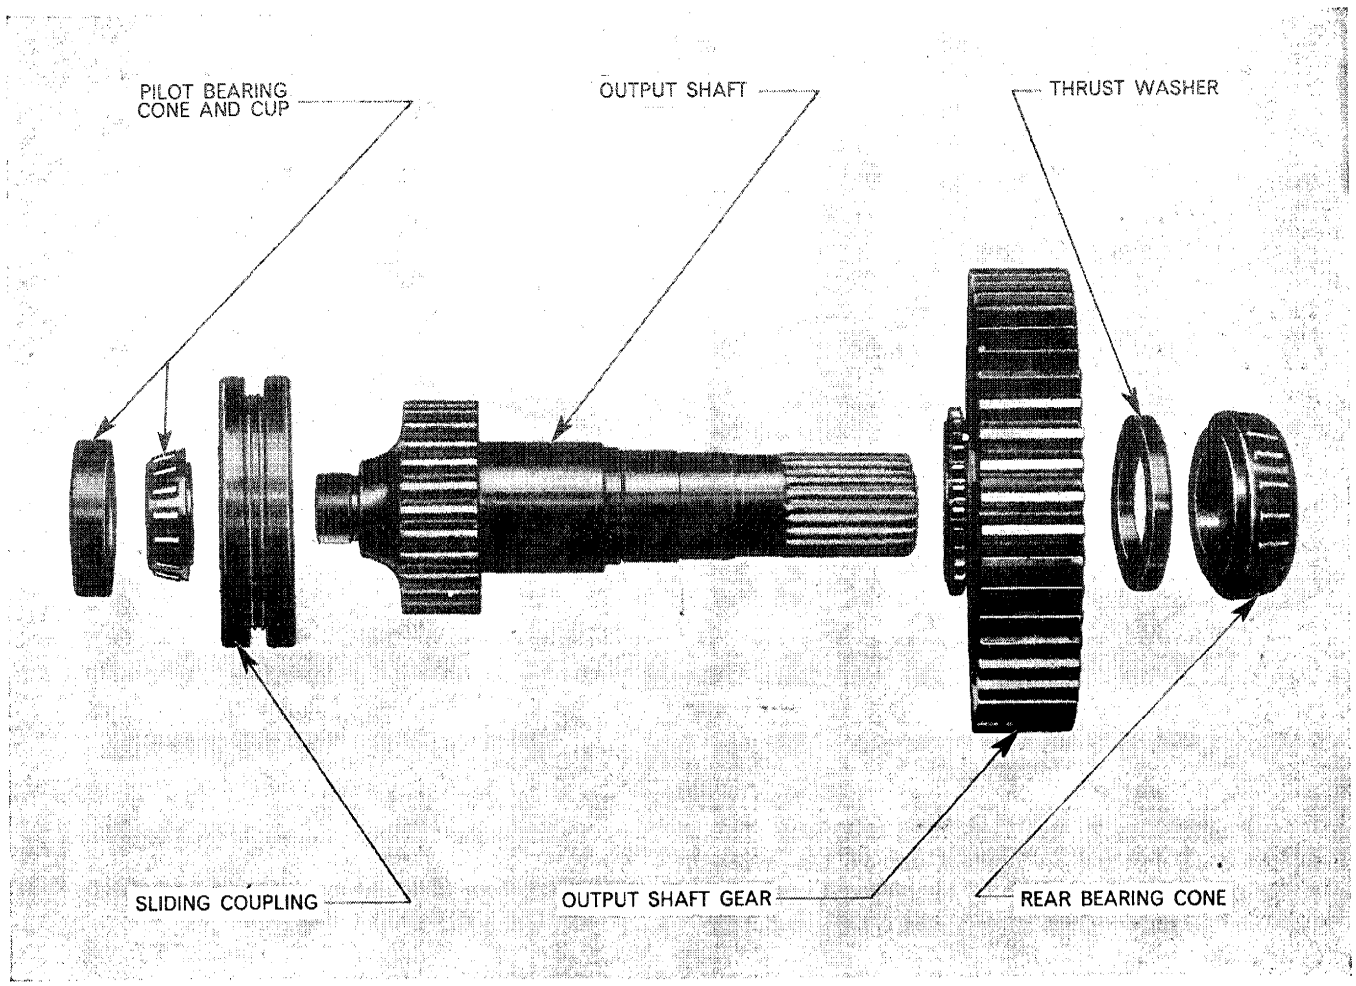
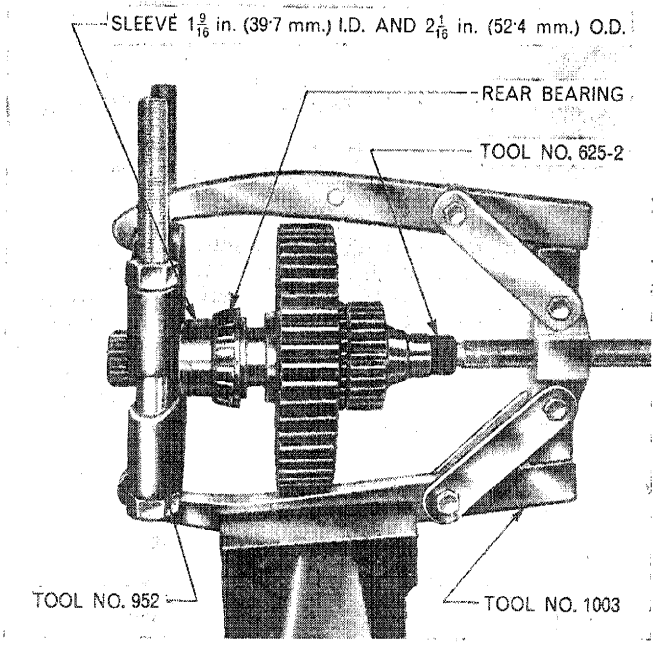

Figure 34
Figure 36
1. Examine the output shaft assembly, Figure 34, for wear or damage. To renew any defective parts, use
3. Assemble the output shaft gear so that the dog-teeth on the gear adjoin the dog-teeth integral with the shaft, Figure 34. Install the steel thrust washer aligning the flats on the washer with those on the output shaft. Pull the bearing into position using Tools Nos. 1003, 952, 625-2 and suitable sleeve 1 $\frac{9}{16}$ in. (39·7 mm) I.D. and 2 $\frac{1}{16}$ in. (52·4 mm) O.D. of convenient length, Figure 36.